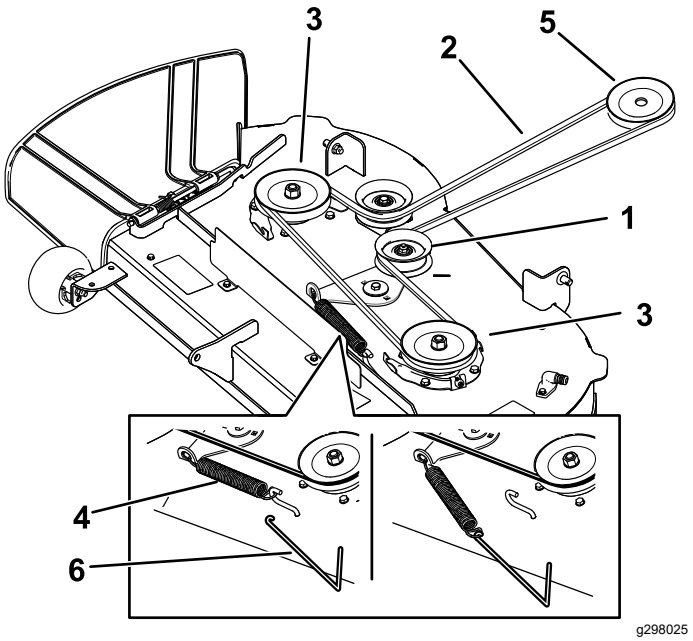
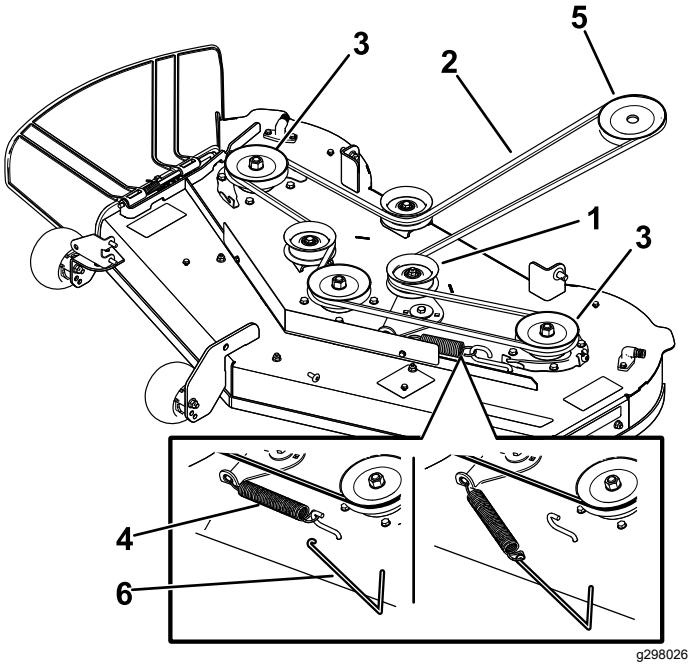

Figuur 57
Figuur 58
7. Verwijder de spanpoelieveer van de maaidekhaak met een veerverwijderaar (Toro onderdeelnummer 92-5771) om de spanning op de spanpoelie te verwijderen en rol de riem van de poelies (Figuur 57 en Figuur 58).
8. Leg de nieuwe riem rond de motorpoelie en de poelies van het maaidek (Figuur 57 of Figuur 58).
9. Gebruik een veerverwijderaar (Toro onderdeelnummer 92-5771) en plaats de spanpoelieveer terug op de maaidekhaak om spanning op de spanpoelie en riem te zetten (Figuur 57 of Figuur 58).